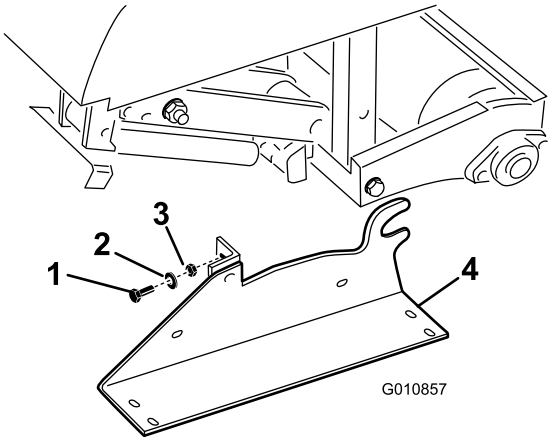

Figur 25
2. Ta bort de bultar, låsbrickor och muttrar som fäster förvaringsstöden på varje sida av luftaren (Figur 25).